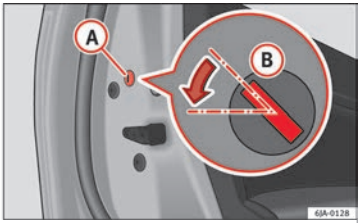

Fig. 4 Rear door: manual locking
- Remove the cap (A) »» **Fig. 4**.
- Insert the key in the slot (B) and turn it in the direction of the arrow until horizontal (on the other direction on the right-hand door).